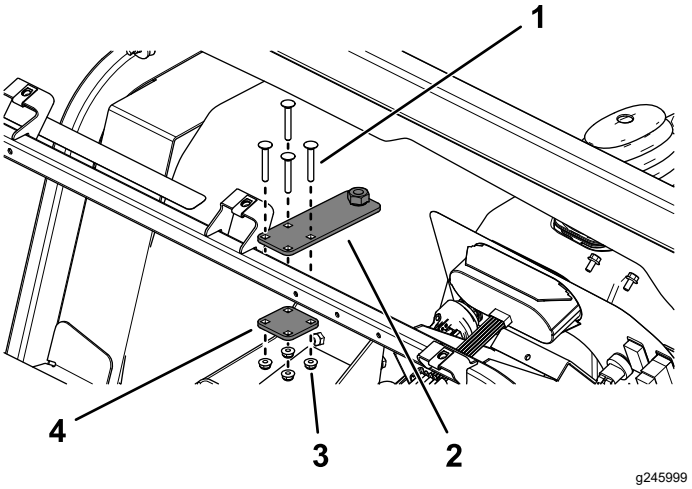

Figur 36
2. Montera justeringsplåten och bakplåten till instrumentbrädans stödrör med de fyra vagnsskruvarna (¼ x 1 ¾ tum) och flänsmuttrarna (¼ tum) enligt Figur 36.